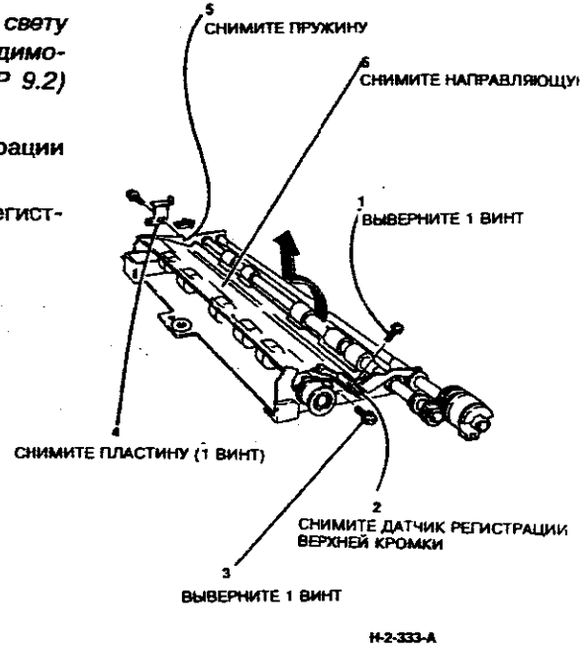

**Рисунок 1. Снятие нижней направляющей регистрации**
3. (Рисунок 1) Снимите нижнюю направляющую регистрации.